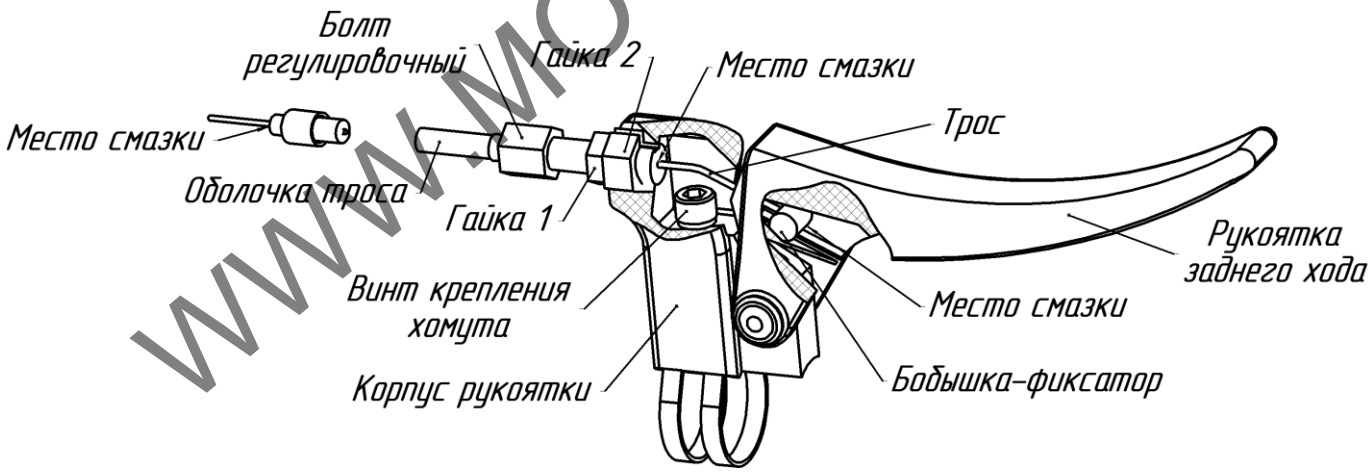

Рис.7 Заделка троса в рукоятке заднего хода
– вывести болт регулировочный и трос из корпуса рукоятки (рис.7);